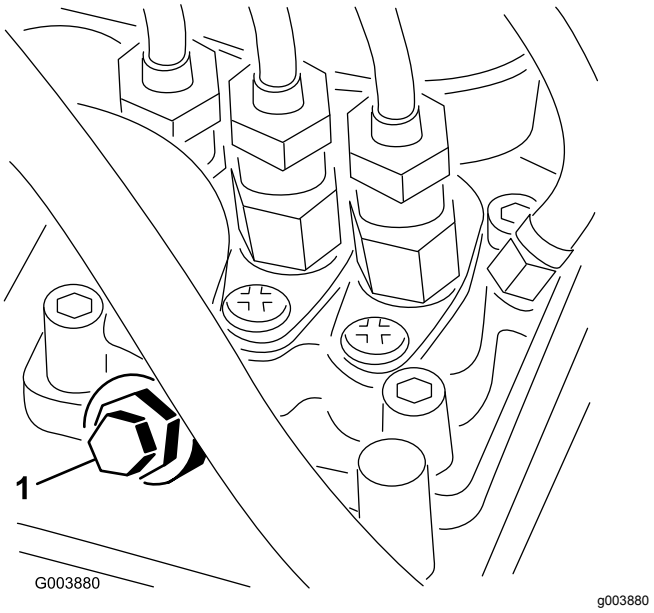

Figur 36
4. Öppna avluftarskruven på bränsleinsprutnings-pumpen (Figur 36).